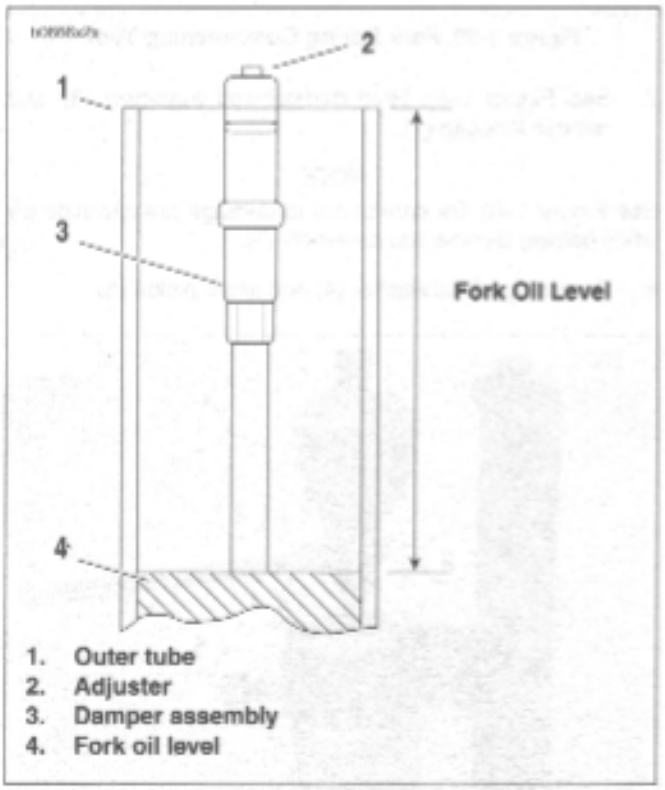

Figure 1-41. Measuring Fork Oil Level
7. See Figure 1-41. Adjust fork oil level with FRONT FORK OIL LEVEL GAUGE (Part No. B-59000A) so that it is 4.6 in. (118 mm) from the top of the fork tube.